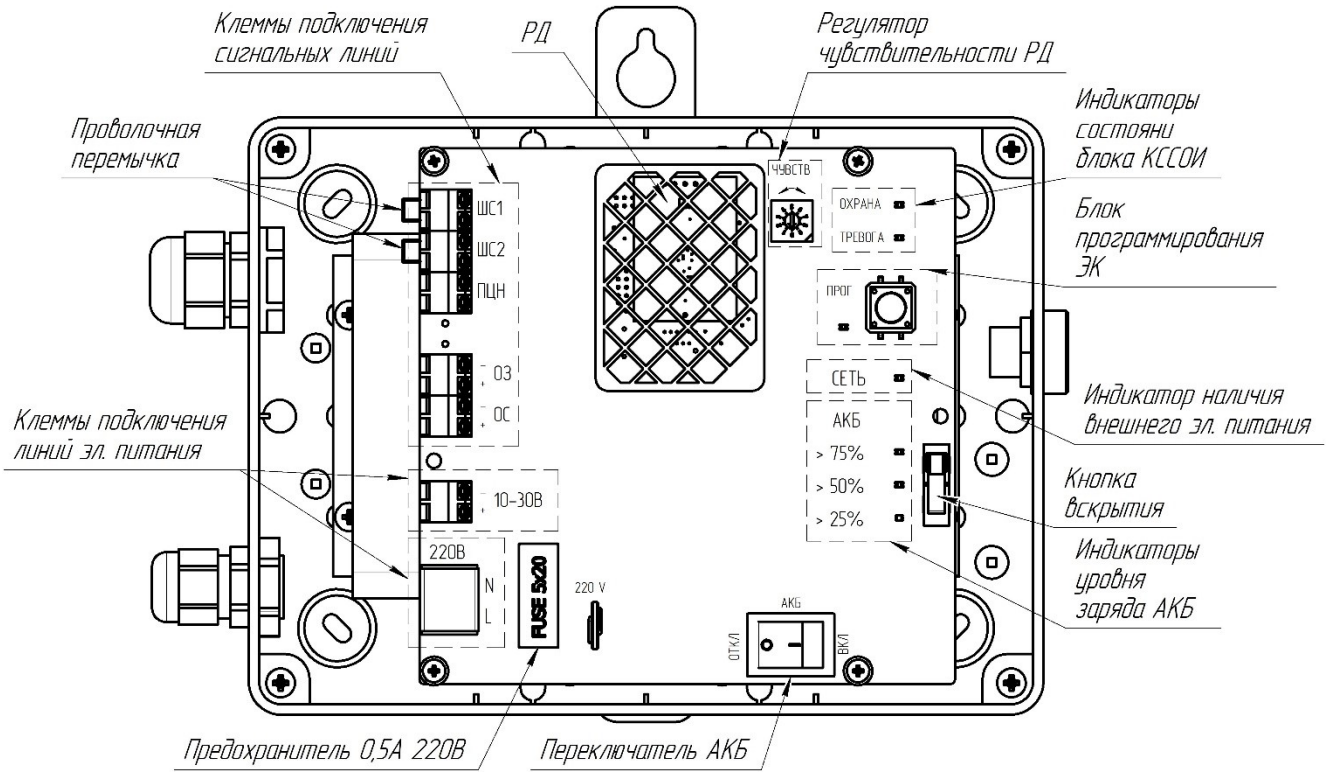

Рисунок 1.3 – Внешний вид блока КССОИ без крышки
1.4.1.2 На печатной плате размещены (см. рисунок 1.3): клеммы для подключения электропитания, клеммы для подключения сигнальных линий (ШС, ПЦН, ОКС комбинированного), проволочные перемычки для контактов ШС (установлены при поставке), индикаторы состояния блока КССОИ, индикатор наличия внешнего электропитания и индикаторы уровня заряда АКБ, кнопка вскрытия корпуса, регулятор чувствительности РД, блок программирования ЭК, блок РД, переключатель АКБ, стеклянный плавкий предохранитель на 0,5 А 220 В, а также другие элементы электрической схемы.